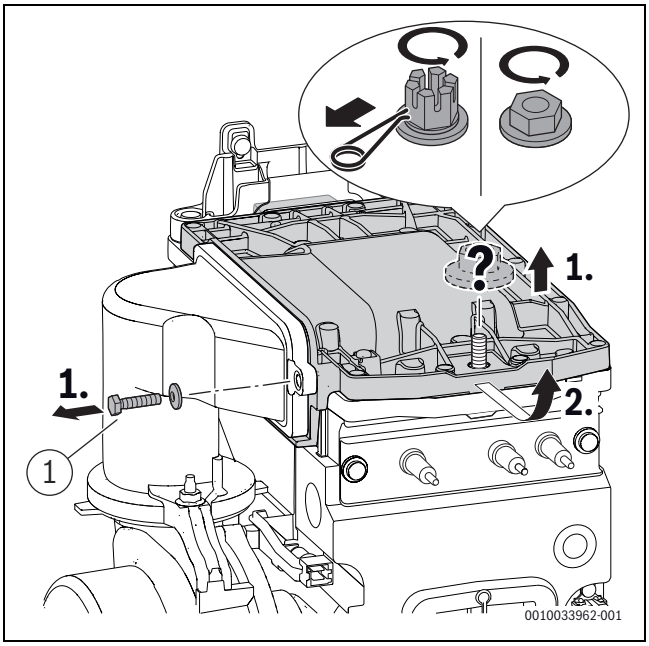

Fig. 42 Démonter le couvercle du brûleur
- ▶ Serrer la vis à gauche du capot de brûleur ([1], fig. 42) à 5,5+0,5 Nm.